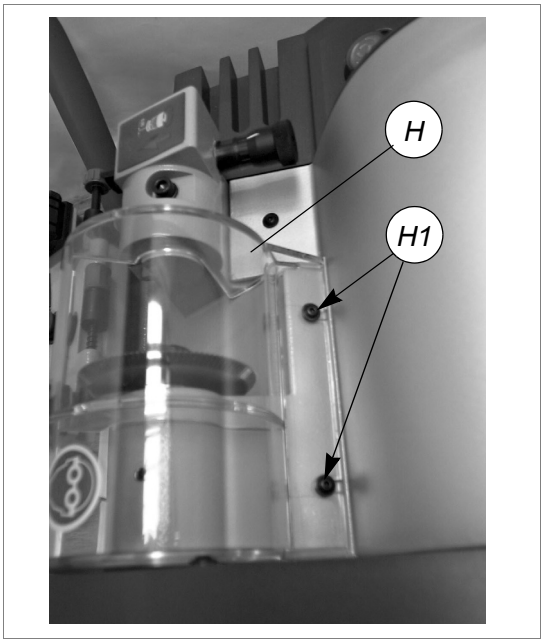

Fig. 24
2) Remove the cutter locking screw (H1) and remove the cutter protective shield (H) (fig.24).